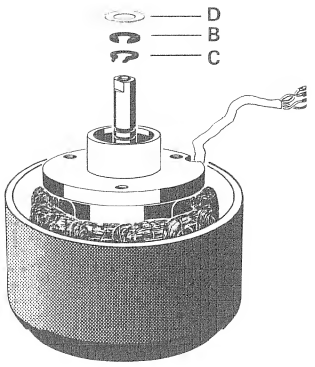

Fig. 4.5.–1
4.5. Wickelmotoren Lager auswechseln (Fig. 4.5.–1)
4.5. Spooling motors, replacement of bearing (fig. 4.5.–1)
4.5. Echange des coussinets du moteur d bobinage (fig. 4.5.–1)